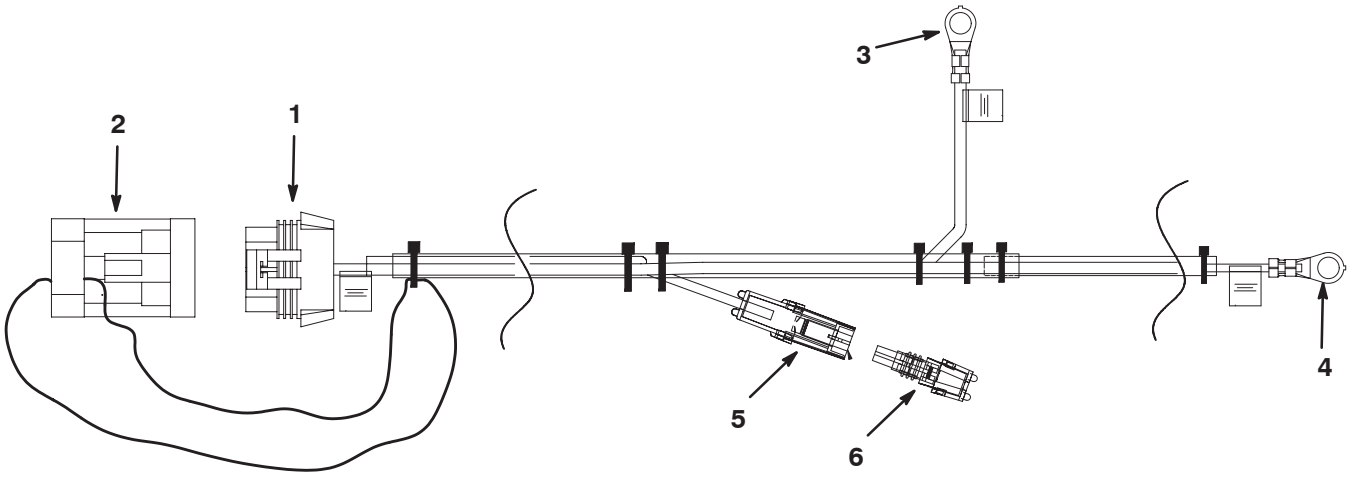

Bild 7
2. Schließen Sie die Ringterminale des Stromkabelbaum an die Batterie der Zugmaschine an (Bild 7).